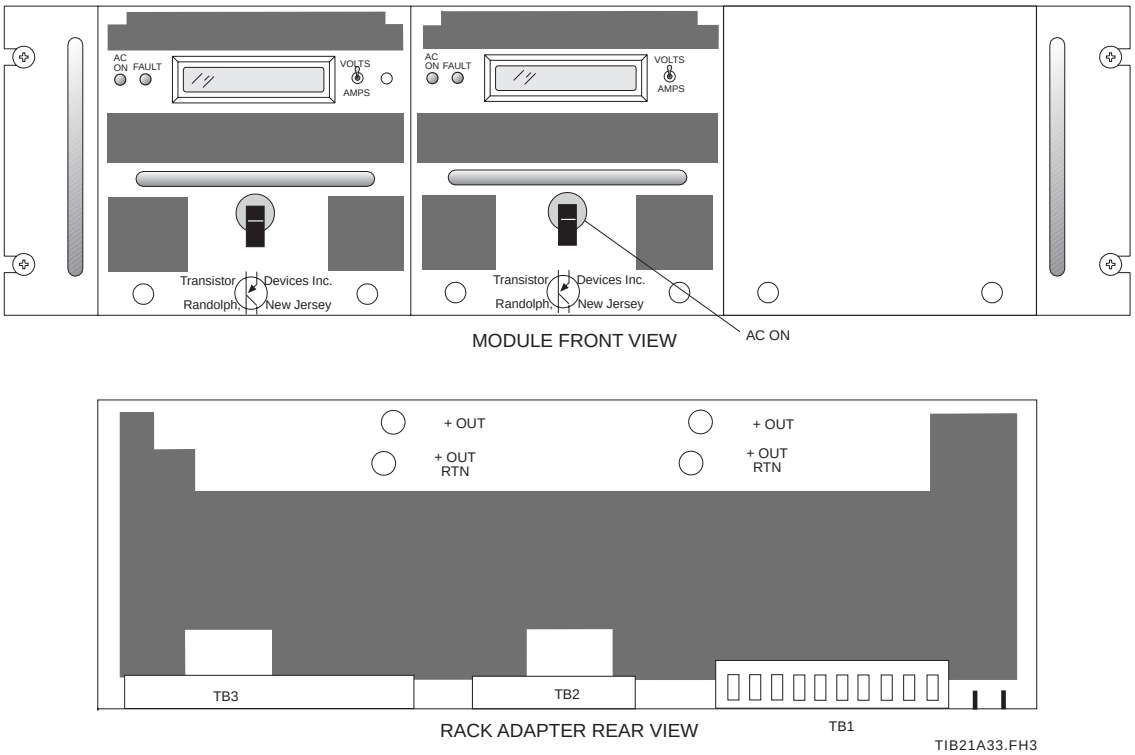
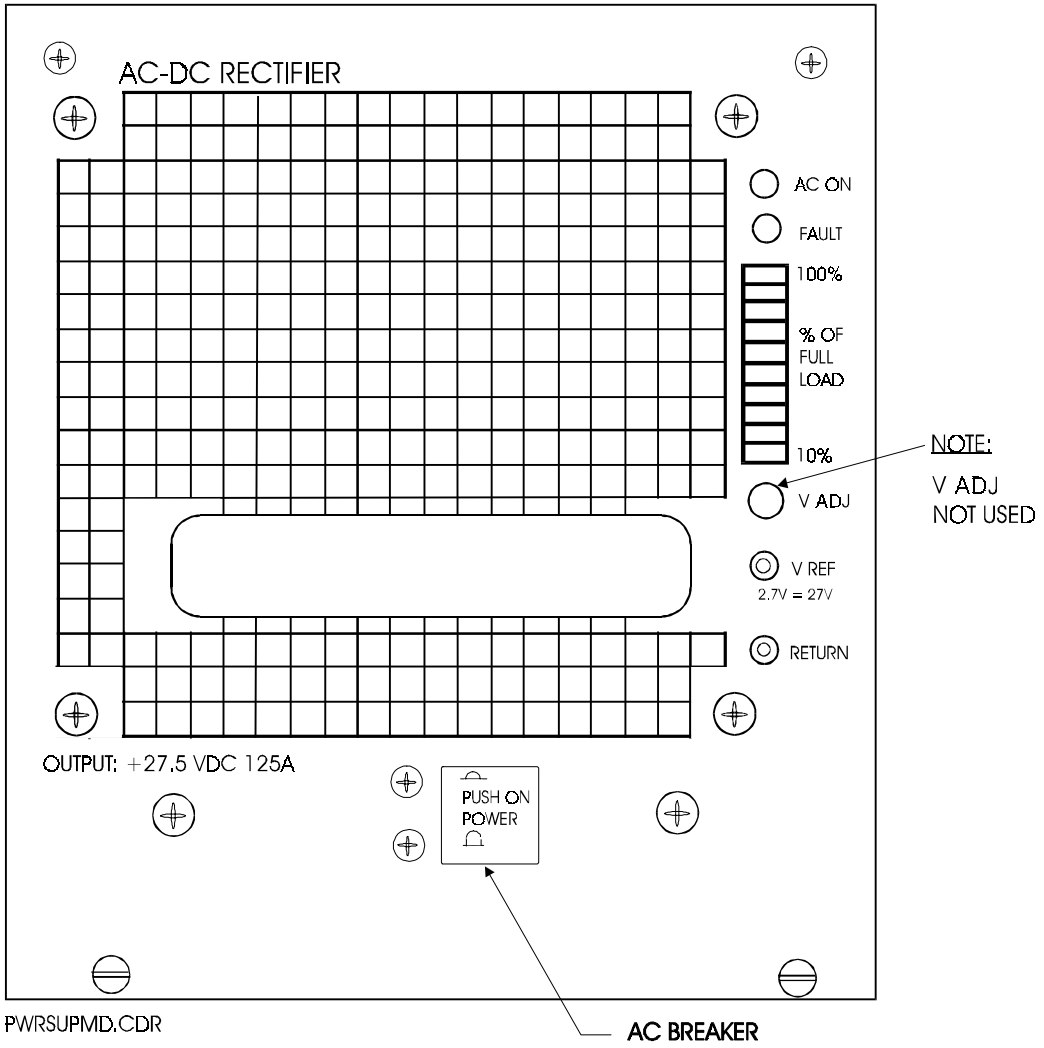

***Figure 5-53. Power Supply Module (Version 1) Front Panels and Rack Adapter Rear Panel***
***Figure 5-54. Power Supply Module (Version 2), Front Panel***
**Figure 5-53** provides front and rear views of version 1. **Figure 5-54** shows the front panel of version 2; both versions are used in the ETVS systems. Front panel controls and indicators are listed in **Table 5-35**. Rear panel input and output connections for version 1 are made at TB1 - TB3 and are listed in **Table 5-36**.